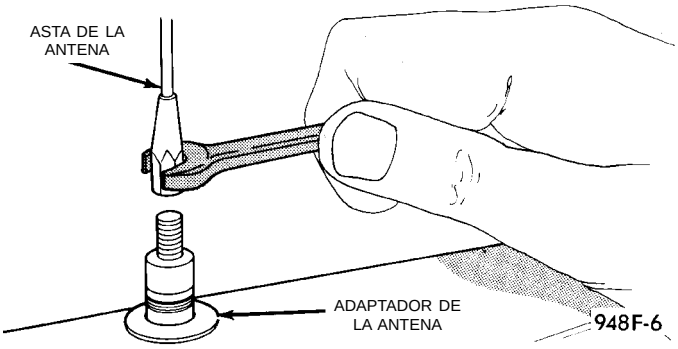
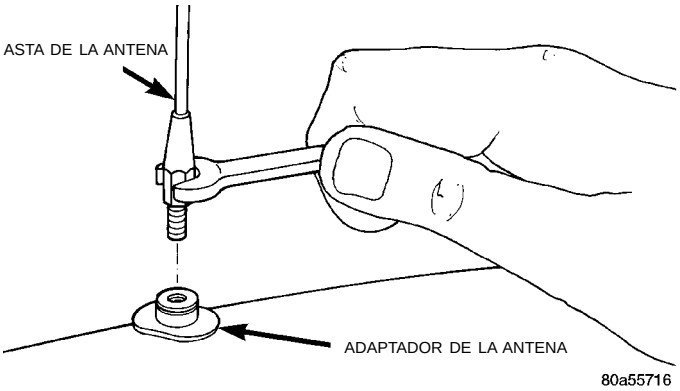
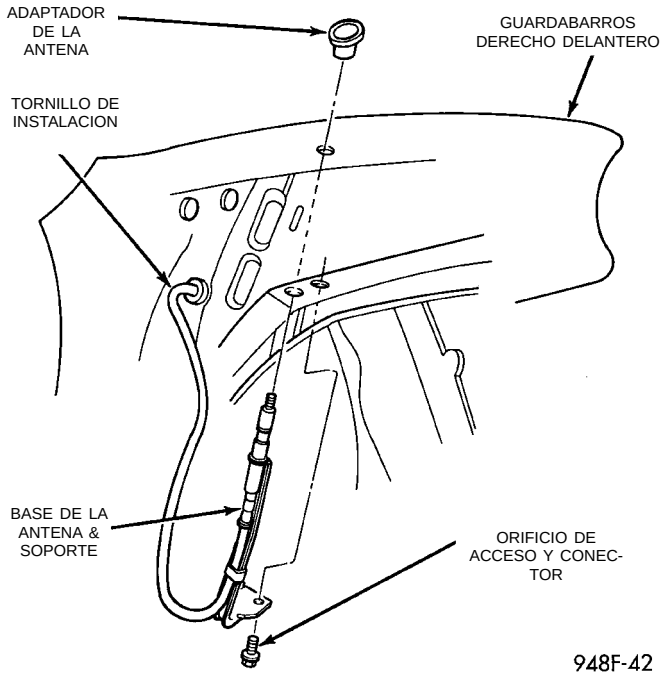

Fig. 3 Desmontaje del asta de la antena
Fig. 4 Desmontaje del asta de la antena - Exportación
Fig. 5 Instalación de la antena
(1) Retire el asta de la antena desatornillándola del cuerpo de la antena (Fig. 3) o (Fig. 4).
(2) Localice la desconexión del cable de antena en el mazo de cables del tablero de instrumentos, encima del zócalo derecho. Desconecte del mazo el cable de la antena.
(3) Desabroche los pasadores de presión de la parte trasera del protector plástico del guardabarros interno y desplace el protector a fin de tener acceso a los tornillos de instalación (Fig. 5).
(4) Retire de debajo del guardabarros el tornillo de instalación, la base de la antena y el conjunto del cable.